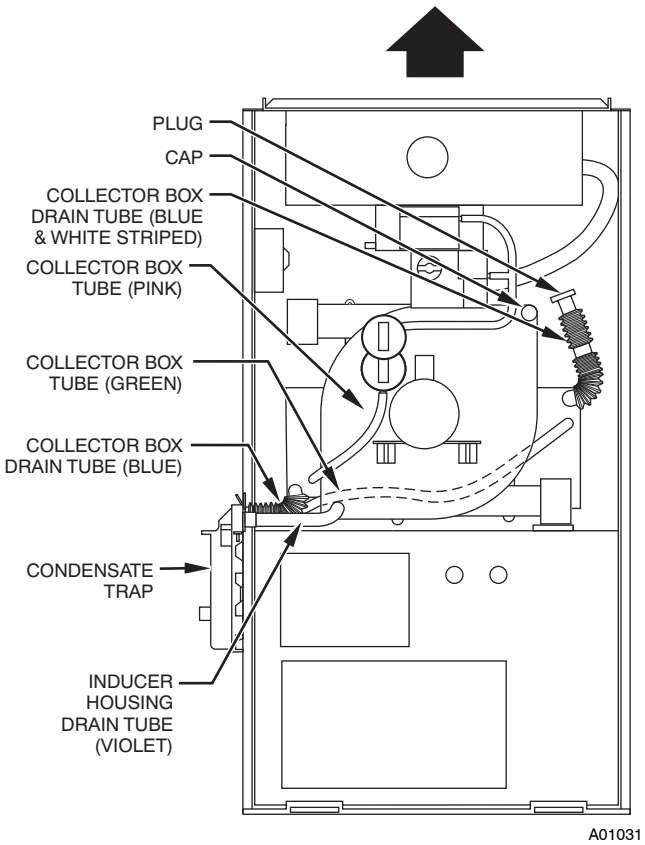

**Fig. 7 - Alternate Upflow Configuration and Trap Location**
**NOTE**: See Fig. 7 or tube routing label on main furnace door to confirm location of these tubes.